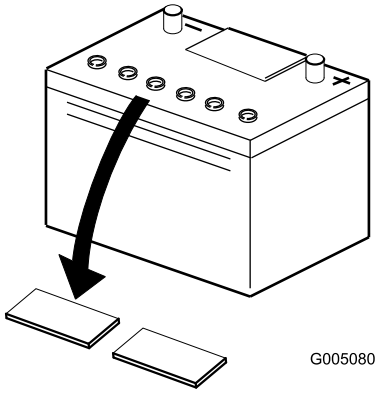

**Figur 4**
2. Rengör batteriets ovansida och ta bort luftarlocken (Figur 4).